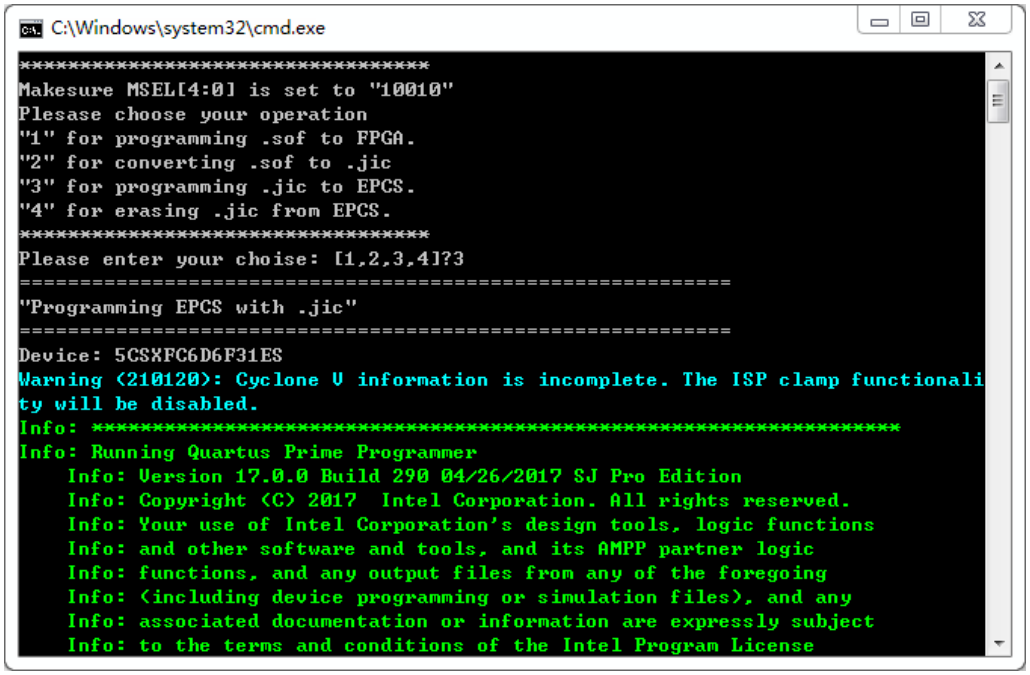

Figure 7-6 Command shell for write .jic file into EPCS device
- As shown in **Figure 7-6**, input number 3 in the pop-up command window and click Enter key, it will start to configure the .jic file to EPCS device.